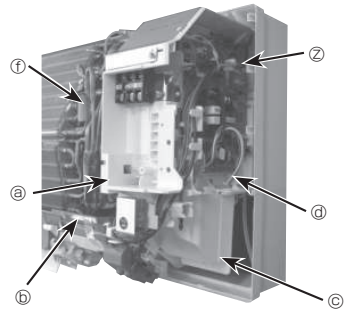
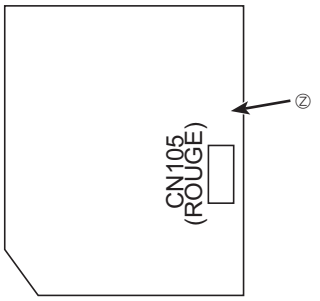

Fig. 6-5
Fig. 6-6
⑧ Retirer le guide-câble. (Fig. 6-5)
⑩ Retirer la thermistance du conduit de liquide (TH2). (Fig. 6-5)
⑪ Retirer en partie l'adhésif du moteur du volet et desserrer le cordon. (Fig. 6-5)
⑫ Desserrer le cordon du moteur du ventilateur. (Fig. 6-5)
⑬ Tirer le boîtier électrique vers soi.
⑭ CN105 (ROUGE) situé sur le panneau du contrôleur intérieur. (Fig. 6-6)
⑮ Remettre en place les pièces déposées.